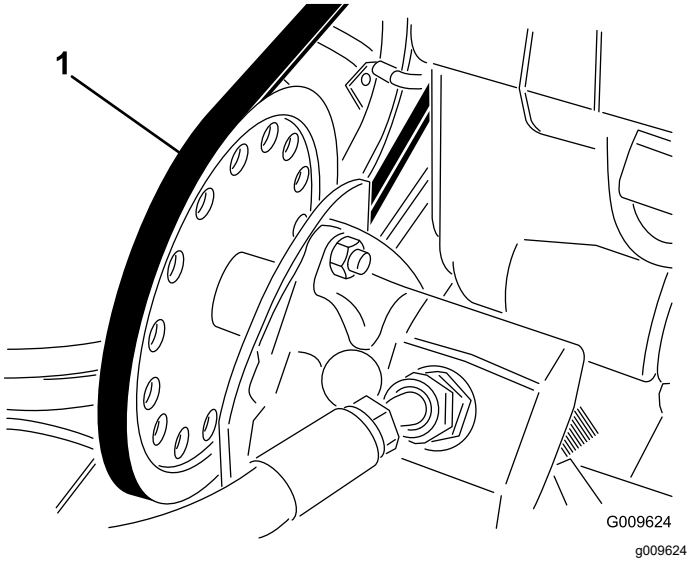

Figura 56
A. Afloje las tuercas que sujetan la bomba hidráulica al bastidor del motor (Figura 56).